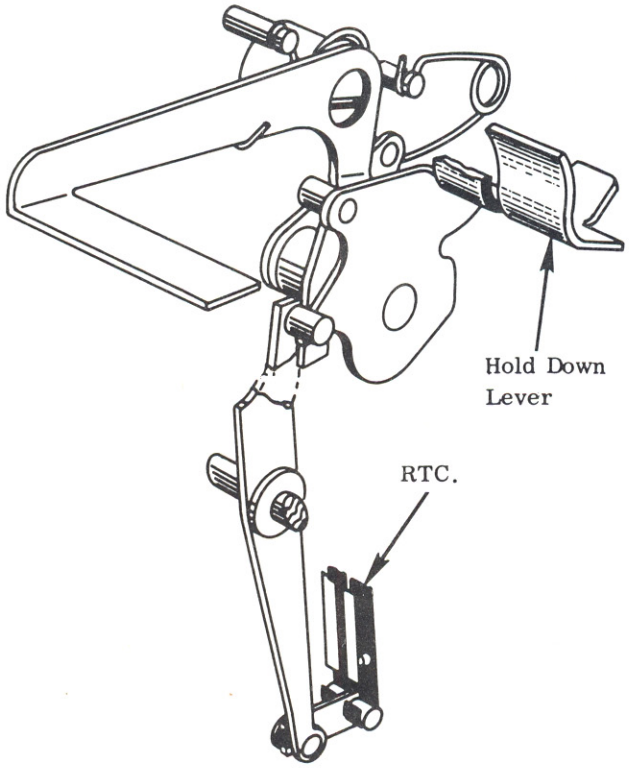

Figure 8 Tape Hold Down Lever & RTC
A tape hold down lever (479) is used to hold the tape against the pin wheel and to guide the tape as it is being advanced. When the tape hold down lever is in its opened position, the reader tape contact (RTC) is opened preventing the reader from operating. (See Figure 8).